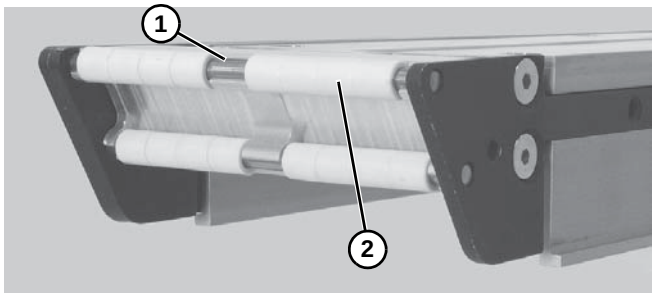

Figure 58
3. Slide bearing rods **(Figure 58, item 1)** out side of conveyor and replace bearings **(Figure 58, item 2)** as necessary.